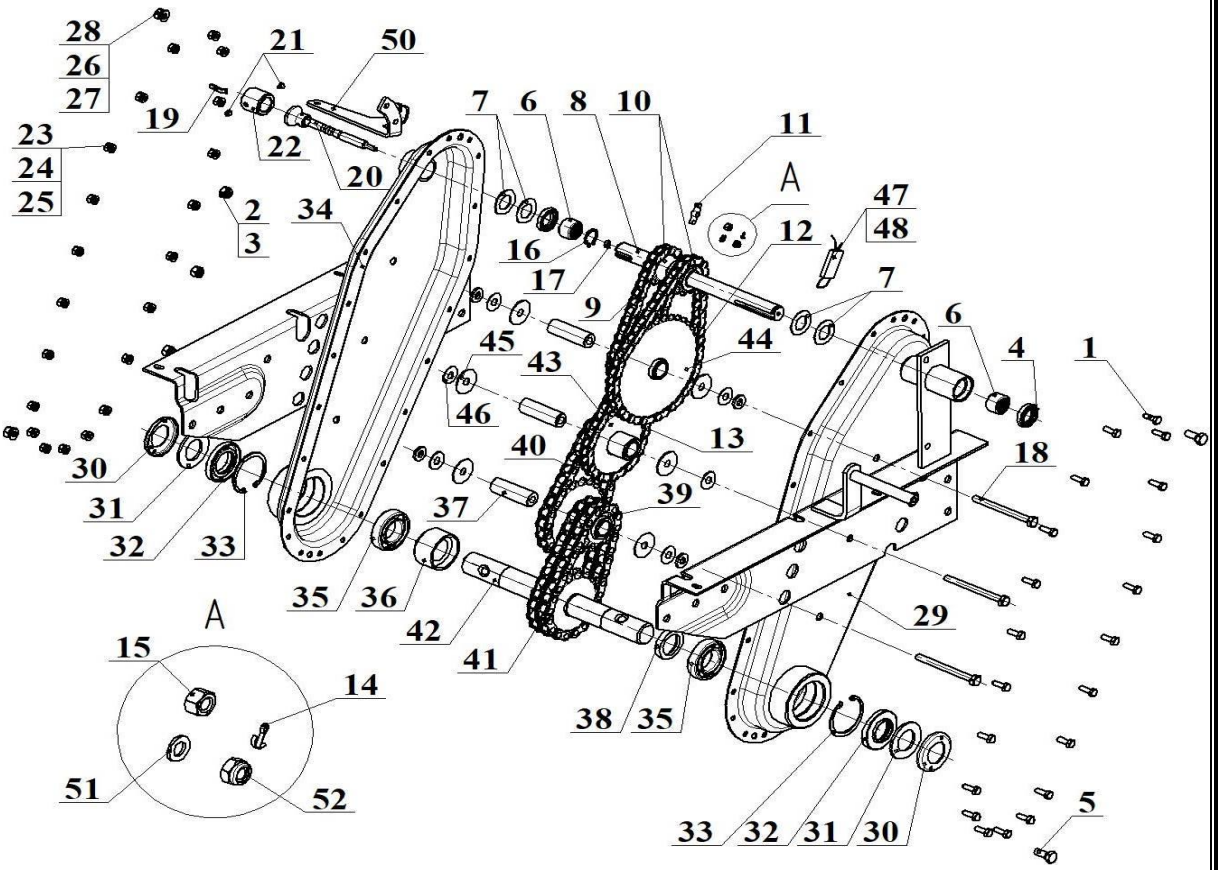

Рисунок 2 – Редуктор мотоблока «Ока»
2.1.4 Раскрутите крепеж стягивающий редуктор (рисунок 2). **Количество крепежных элементов на разных редукторах может отличаться.**
2.1.5 Извлеките вал переключателя 8 в сборе с валом переключения 20 (рисунок 2).
2.1.9 Соберите редуктор в обратном порядке (рисунок 2) со следующими изменениями: